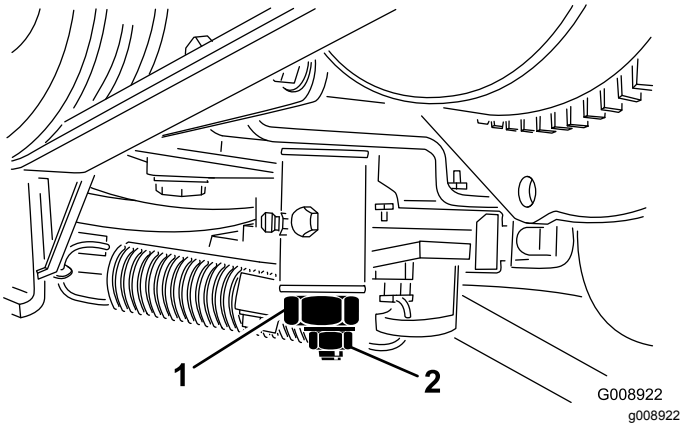

Figur 67
3. Løsn låsemøtrikken på traktionsjusteringsknasten (Figur 67).